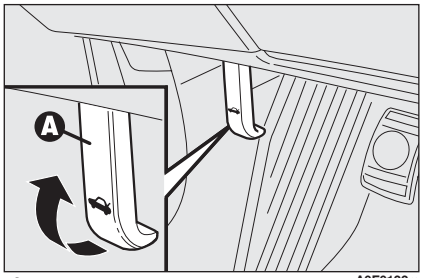

fig. 98 A0E0122m
- ❒ tire de la palanca **A-fig. 98** hasta oír el "clic" de desbloqueo;